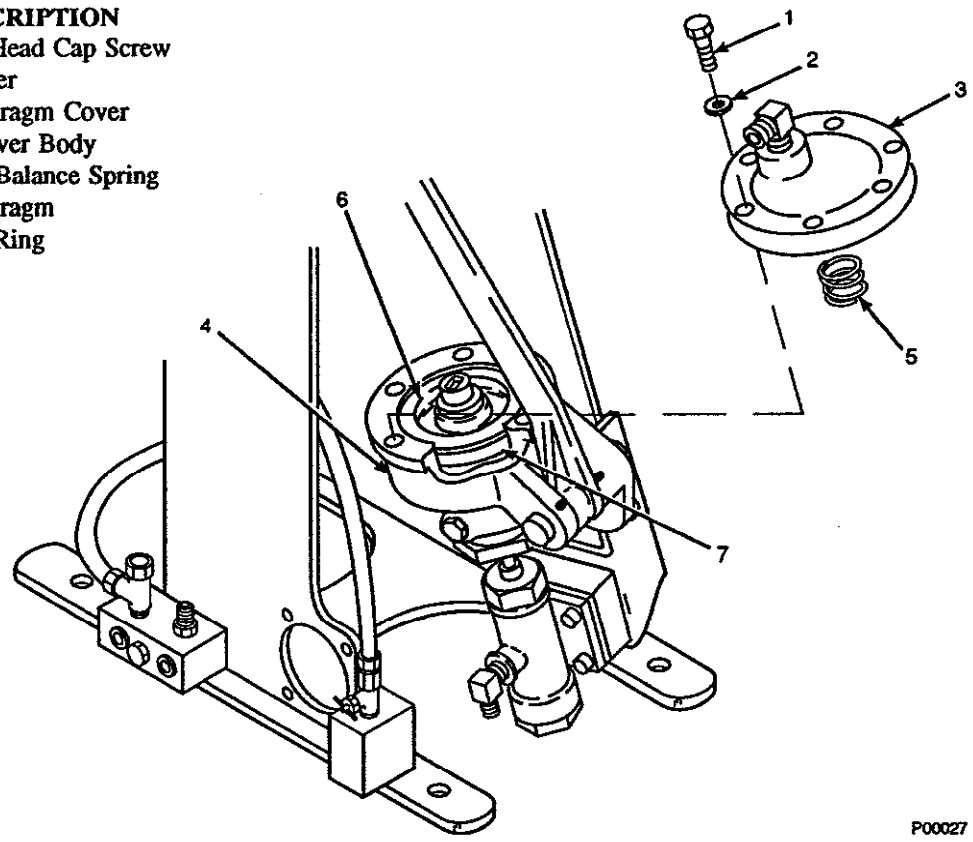

Figure 6-3. Diaphragm Exploded View
6-6. DIAPHRAGM CLEANING AND INSPECTION. Disassemble, clean, and inspect diaphragm assembly approximately every two years or if power positioner is not reaching set points. Refer to Figure 6-3 and use the following procedure.
b. Remove hex head cap screw (1, Figure 6-3) and washers (2) securing diaphragm cover (3) to receiver body (4).
c. Remove zero balance spring (5) from top of diaphragm.
d. Using a clean shop towel, thoroughly wipe off any dirt or debris on upper side of diaphragm (6).
f. Clean diaphragm cover (3) and zero balance spring (5) with commercial dry cleaning solvent and allow to air dry.
g. Align edges of diaphragm (6) with stop ring (7) to make an air tight seal.
h. Replace zero balance spring (5).